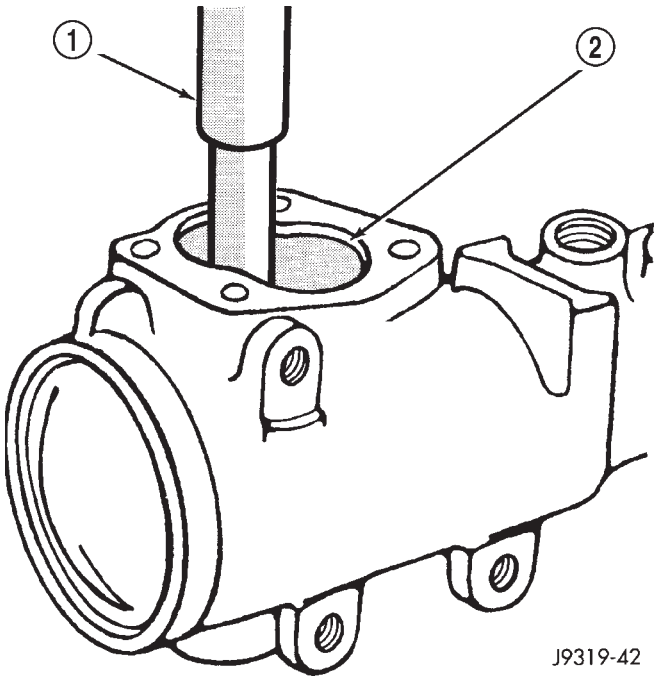

Fig. 21 Needle Bearing Removal
(8) Remove retaining ring with snap ring pliers.
(9) Remove washer from the housing.
(10) Remove oil seal from the housing with a seal pick.
(11) Remove pitman shaft bearing from housing with a bearing driver and handle (Fig. 21).